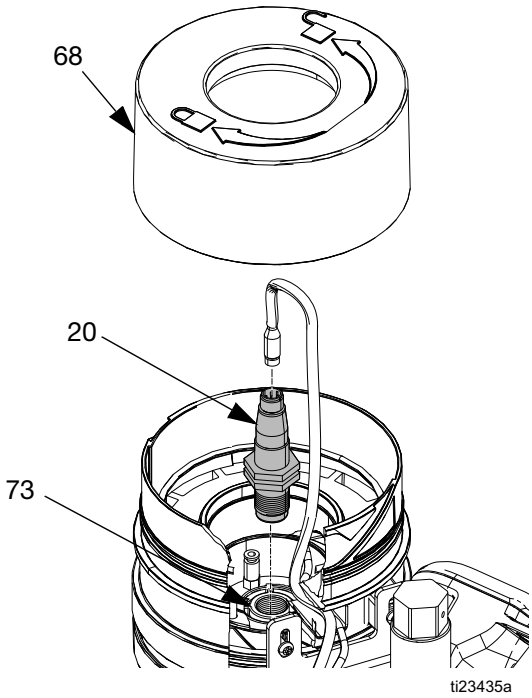

**FIG. 47**
**Disassembly (see FIG. 47):**
2. Remove filter cover (68) and filter element.
3. Gently pull up on cable while unscrewing fill sensor connector then remove fill sensor cable from fill sensor (20).
4. Loosen fill sensor jam nut then remove fill sensor (20) from sensor housing (73).
**Reassembly (see FIG. 47):**
1. Thread new fill sensor (20) into sensor housing (73). Bottom out the sensor in the sensor housing then back out 1/2 turn.
2. Tighten jam nut on fill sensor (20).
3. Connect fill sensor cable to new fill sensor (20).
4. Replace filter element and cover (68).